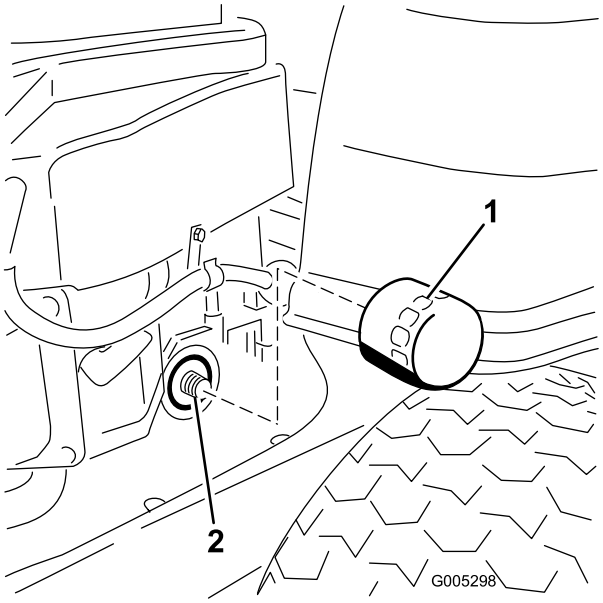

Figur 30
10. Finn oljefilteret på høyre side av motoren. Fjern det gamle filteret og tørk av filteradapteren med en ren klut (Figur 30).
12. Installer det nye oljefilteret på adapteren. Drei oljefilteret med klokken til gummipakningen kommer i kontakt med puten. Trekk deretter til filteret ytterligere 3/4 til 1 omdreining (Figur 30). Tørk opp eventuelt overflødig olje fra rammen.